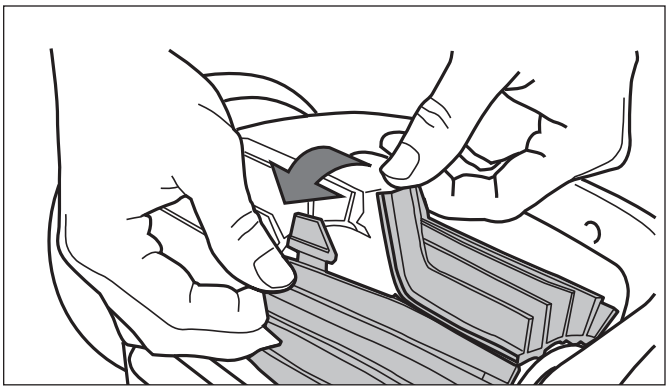

Figura 17. Desenganche las lengüetas del cepillo
2. Separe los bordes del cepillo y desenganche las lengüetas. Retire el cepillo gastado (consulte la Figura 17).